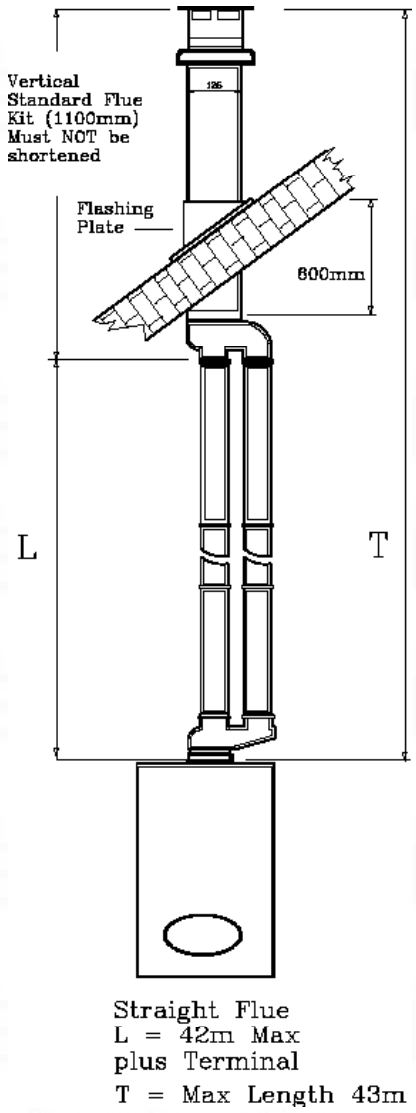

Fig. 51
11.1.3 Exhaust/suction system with concentric pipes for flat or sloping roofs. Extensions with two separate pipes (Fig.51).